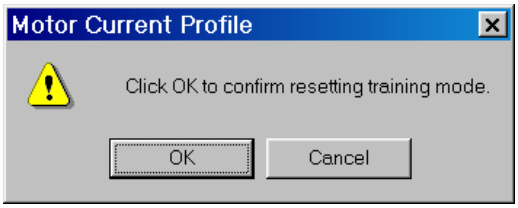

Figure 2-39 Motor Current Profile Training Mode Reset Confirmation Screen
3. To reset the Motor Current Profile to the Training Mode select "Reset Training Mode". TapTalk will display a "Motor Current Profile Reset" confirmation screen (Figure 2-39).